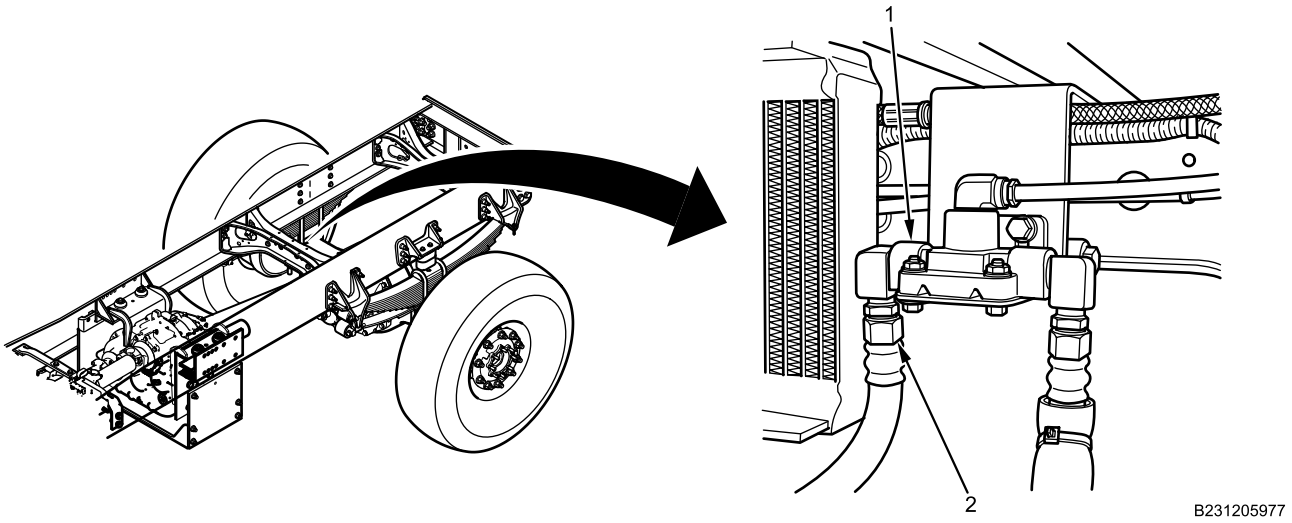

Figure 9. Air Line Hose.
3. Clean threads on air line hose connector (Figure 9, Item 2) with wire brush.
4. Apply tape thread sealing compound clockwise on threads (Figure 9, Item 2).
5. Install air line hose (Figure 9, Item 2) on air line hose connector (Figure 9, Item 1) and tighten securely.